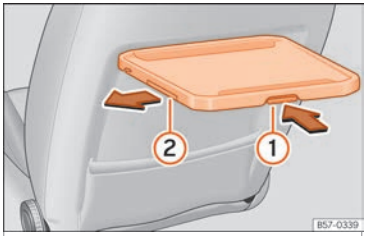

Abb. 147 Vordersitz links: Klapptisch mit Getränkehalter.
- Drücken Sie den Entriegelungshebel an der Tischunterseite ››› Abb. 147 ① und halten Sie ihn gedrückt.